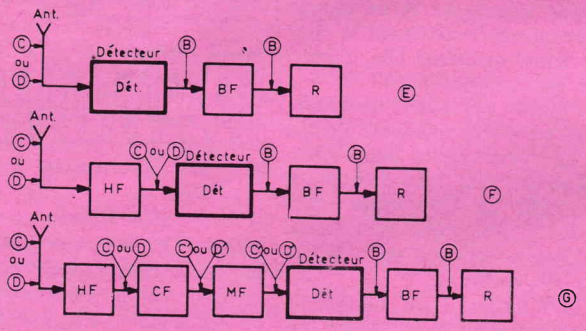

FIG. 3
La composition essentielle d'un récepteur peut être l'une de celles indiquées par la figure 3, mais il en existe d'autres, les récepteurs indiqués étant les plus répandus actuellement, surtout celui représenté en G.
Passons au récepteur représenté en (F) figure 3. Il ne diffère du précédent que par l'amplificateur HF placé avant le détecteur et, tout comme celui de l'émetteur, amplifiant le signal fourni par l'antenne avant que celui-ci soit appliqué au détecteur.
Avant de passer au récepteur (G) figure 3, qui est un récepteur dit **« à changement de fréquence »**, ou encore **« superhétérodyne »**, donnons encore quelques détails sur la forme des signaux.
Dans ce montage (G) figure 3, on retrouve encore l'antenne et l'amplificateur HF du montage précédent, avec les signaux (C) ou (D) à la fréquence f_h. Le circuit suivant n'est pas le détecteur mais un circuit CF nommé changeur de fréquence qui, recevant un signal HF à la fréquence élevée f_h donne à la sortie un signal également à HF dit moyenne fréquence ou fréquence intermédiaire MF ou FI, en abrégé, qui est modulé de la même manière que le signal HF d'entrée.
Revenons au récepteur G figure 3.
Le montage de ces deux variantes comprend un transformateur T qui transmet au détecteur le signal à la fréquence f_h (montages E et F figure 3) ou le signal à la fréquence f_m (montage changeur de fréquence, G fig. 3).